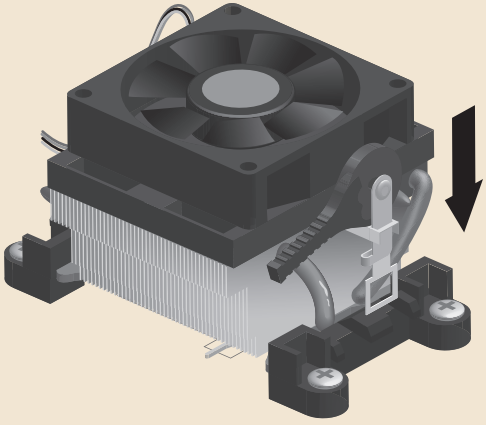

Figura 18.7: Fixe o outro lado do clipe.
4. Encaixe o orifício presente no clipe metálico do lado em que há a alavanca no gancho do outro suporte da placa-mãe. Ver Figura 18.7.